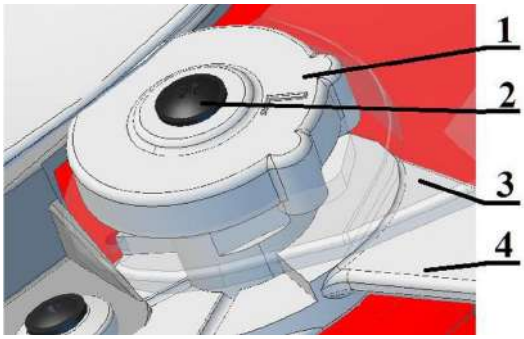
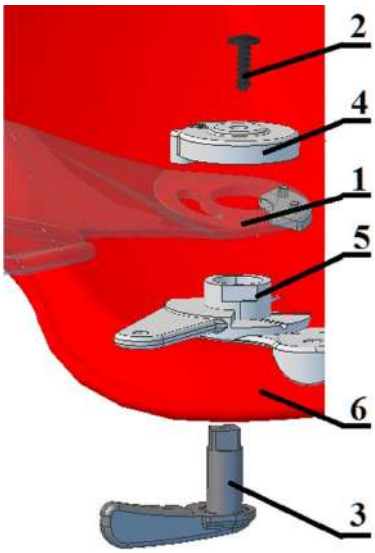

Fig. 14 Regolazione della visiera
Fig. 15 Sostituzione protezioni per il viso (visiera).
Se la visiera non funziona correttamente (troppo larga o troppo stretta) si dovrebbe avvitare o svitare la vite 3,5 x16 (elemento 4 Fig. 14). La visiera deve essere abbassata a mano o con due occhialoni (articolo 3 fig.15) Nota: utilizzare solo PZ2 per la vite.
1. Avvitare la vite (elemento 2, fig. 15) attraverso il foro nella cinghia di ritenzione dall'asse degli occhiali.
2. Estrarre la frizione (elemento 4, Fig. 15) e la visiera danneggiata (elemento 1, Fig. 15).